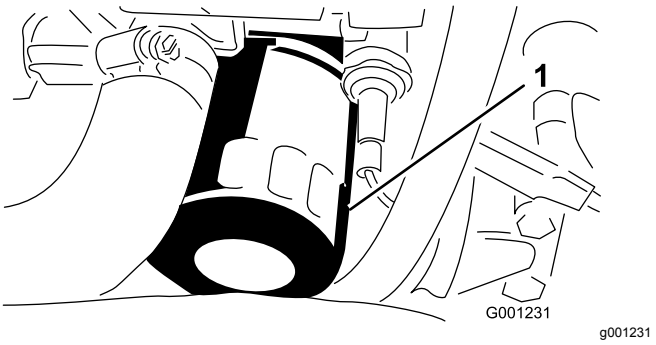

Figur 48
8. Afmonter og udskift oliefilteret (Figur 48).